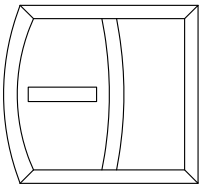
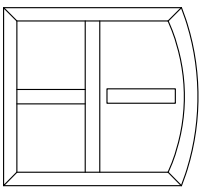

Abb. 2 Einsetzen der 1. waagerechten Sprosse
Abb. 3 Einsetzen der 2. waagerechten Sprosse
- Setzen Sie nacheinander die 1. (Abb.2) und die 2. (Abb.3) waagerechte Sprosse ein.